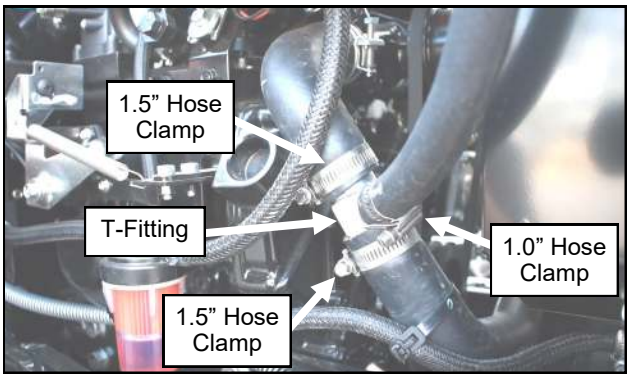

Figure 20.5 (Install T-Fitting in Lower Hose)
20.5 Place the two 1.5” hose clamps on either side of the cut lower radiator hose and install the T-Fitting provided. Place a 1” hose clamp on the 5/8” hose and attach to the T-Fitting as well. See Figure 20.5. Tighten the hose clamps.